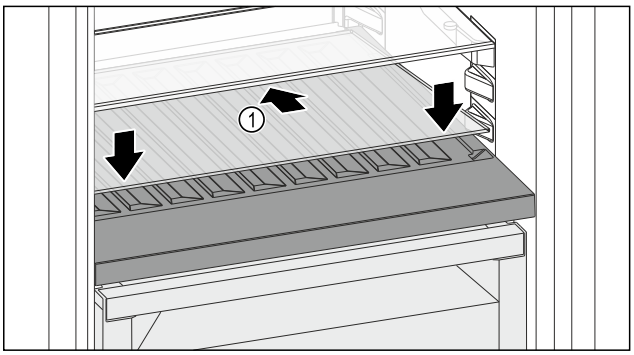

Fig. 159
▶ Place the glass shelf *Fig. 159 (1)* at an angle, tilted back and down.
▶ Lower the glass shelf *Fig. 159 (1)* at the front.